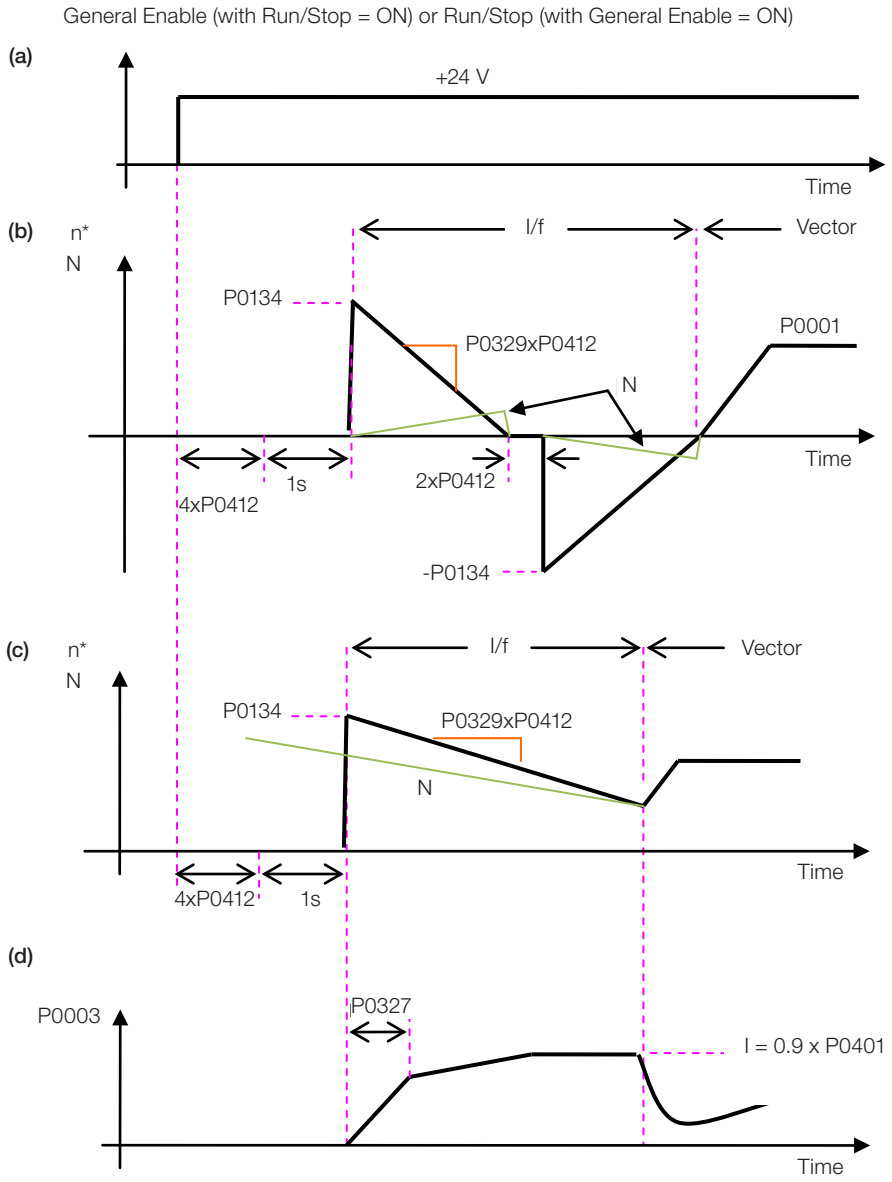

Figure 13.3: *(a) to (d) Influence of P0327 and P0329 during Flying Start (P0202 = 4)*
The behavior of the Flying Start function (FS) in the sensorless mode during acceleration and reacceleration can be understood from the Figure 13.3 on page 13-8.
The Figure 13.3 on page 13-8 shows the behavior of the speed reference when the FS function is started with stopped motor shaft and small P0329 value (not optimized).
The Figure 13.3 on page 13-8 shows the speed reference when the FS function is initiated with the motor shaft already running in the desired direction, or with stopped shaft and an already optimized P0329.